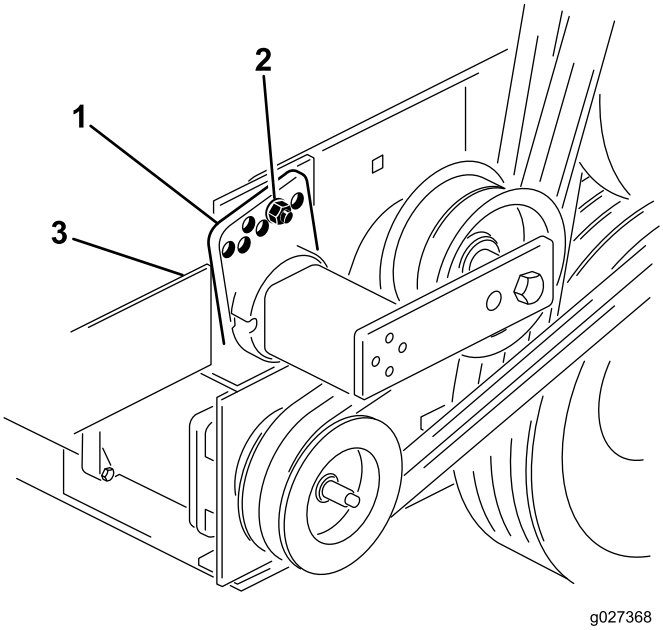

Figuur 14
3. Verwijder de bout en moer waarmee de geleider van de riemspanner vastzit aan de bevestiging van de aandrijving om de spanning van de riem te nemen (Figuur 14).